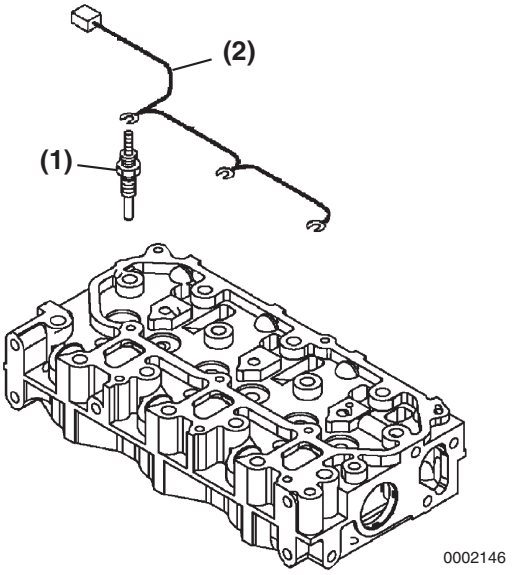

Figure 6-33
1. Reinstall the glow plugs **(Figure 6-33, (1))** and tighten to specification. Reinstall the electrical harness **(Figure 6-33, (2))**.